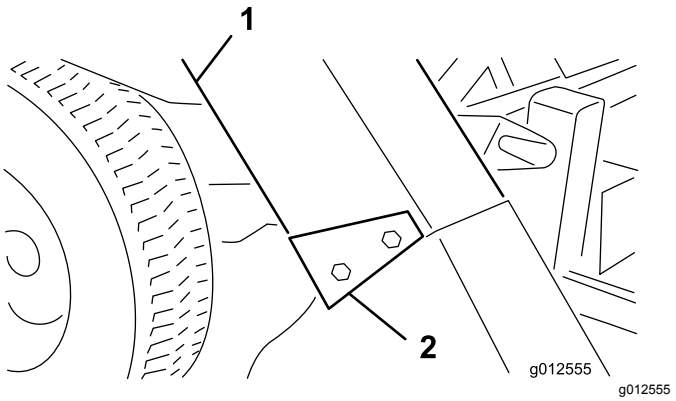

Figur 29
4. Skub slisken over blæseråbningen og på monteringstapperne (Figur 29).